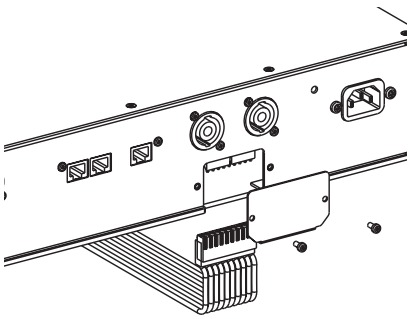

図 7. フラット・ケーブルのカバー・プレートを取り外し、フラット・ケーブル・コネクターを外します。カバー・プレートを交換します
6. フラット・ケーブル端子のカバー（「DIRECT LOUDSPEAKER CONNECTOR」と記載）を取り外します（図 7 参照）。このカバーは、アンプを取り外した際に 8380A 付属の「FOR REMOTE AMPLIFIER USE」カバーと交換してください。